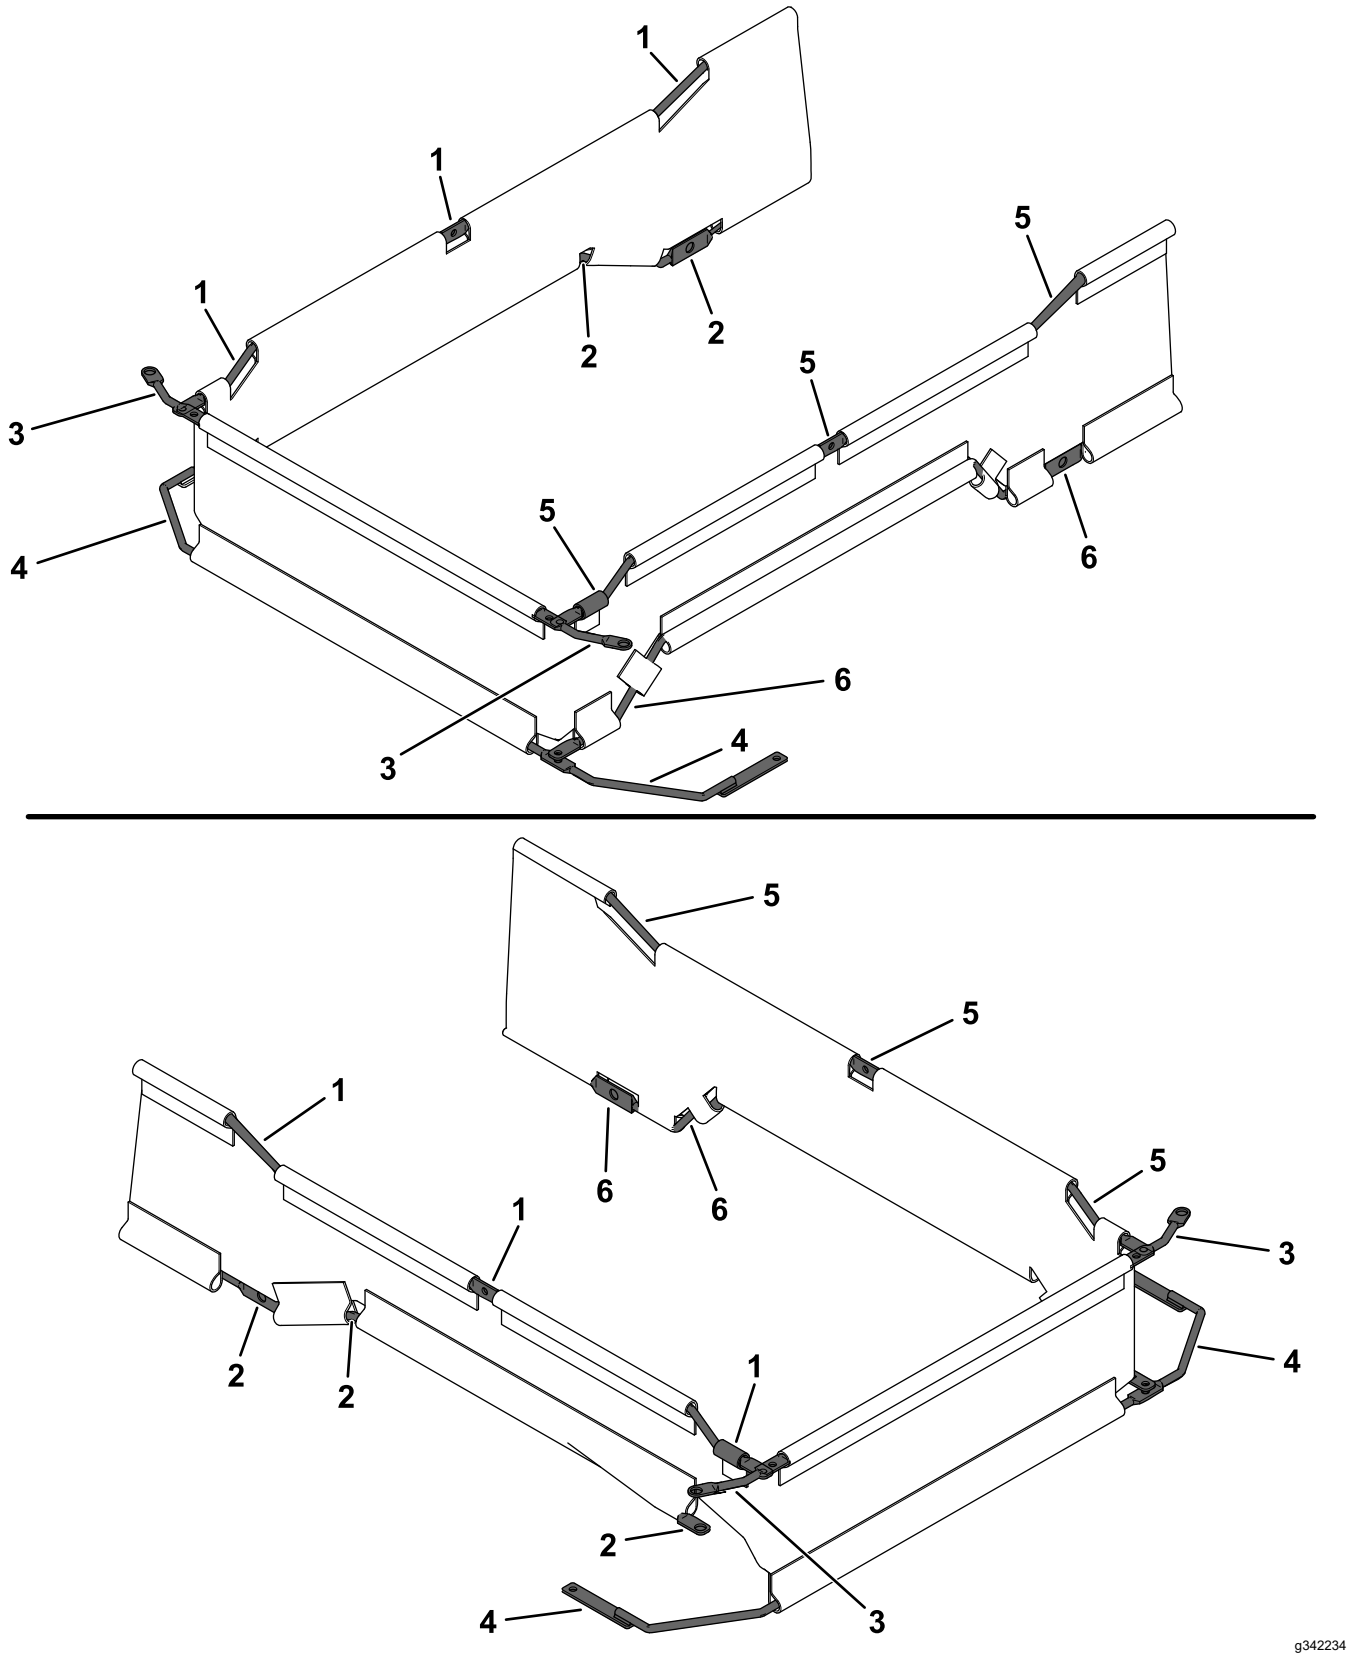

Figur 13
1. Skruva in en främre övre stödstång, en främre nedre stödstång, en vänster övre stödstång, en höger övre stödstång, en vänster nedre stödstång och en höger nedre stödtång i skyddslistenheten (Figur 13).